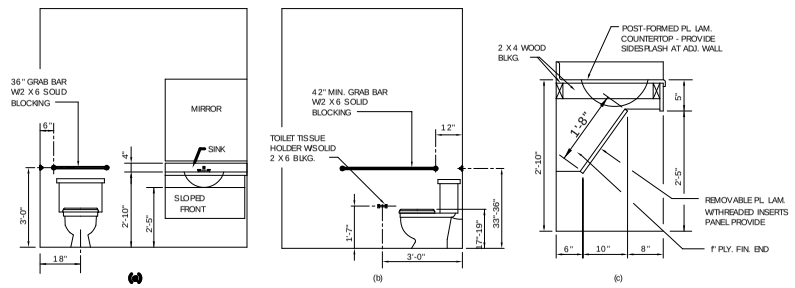

FIG. 31
4.16.3* HEIGHT. THE HEIGHT OF WATER CLOSETS SHALL BE 17" TO 19" (430 mm TO 485 mm), MEASURED TO THE TOP OF THE TOILET SEAT. SEATS SHALL NOT BE SPRUNG TO RETURN TO A LIFTED POSITION (SEE FIG. 31).
4.16.4* GRAB BARS. GRAB BARS FOR WATER CLOSETS NOT LOCATED IN STALL SHALL COMPLY WITH 4.26 AND FIG. 31. THE GRAB BAR BEHIND THE WATER CLOSET SHALL BE 36" (915 mm) MINIMUM.
4.16.6 DISPENSERS. TOILET PAPER DISPENSERS SHALL BE INSTALLED WITHIN REACH, AS SHOWN IN FIG. 31. DISPENSERS THAT CONTROL, DELIVER, OR THAT DO NOT PERMIT CONTINUOUS PAPER FLOW, SHALL NOT BE USED.
4.17.6 GRAB BARS. GRAB BARS MAY BE MOUNTED WITH ANY DESIRED METHOD AS LONG AS THEY HAVE A GRIPPING SURFACE AT THE LOCATIONS SHOWN IN FIG. 31 AND DO NOT OBSTRUCT THE REQUIRED CLEAR FLOOR AREA. GRAB BARS SHALL COMPLY WITH 4.26.
4.19.2 HEIGHT & CLEARANCES. LAVATORIES SHALL BE MOUNTED WITH THE RIM OR COUNTER SURFACE NO HIGHER THAN 34" (865 mm) ABOVE THE FINISH FLOOR. PROVIDE A CLEARANCE OF AT LEAST 29" (735 mm) ABOVE THE FINISH FLOOR TO THE BOTTOM OF THE APRON (SEE FIG. 31).
4.19.6* MIRRORS. MIRRORS SHALL BE MOUNTED WITH THE BOTTOM EDGE OF THE REFLECTING SURFACE NO HIGHER THAN 40" (1 015 mm) ABOVE THE FINISH FLOOR (SEE FIG. 31).
4.24.2 HEIGHT. SINKS SHALL BE MOUNTED WITH THE COUNTER OR RIM NO HIGHER THAN 34" (865 mm) FROM THE FINISHED FLOOR (SEE FIG. 31).